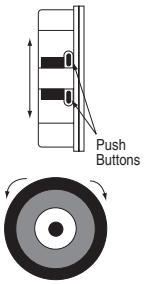

*Figure 11*
C. Set upper limit by depressing and releasing the proper push button (see Fig. 11).
E. Set lower limit by depressing and releasing the yellow push button (see Fig. 11).